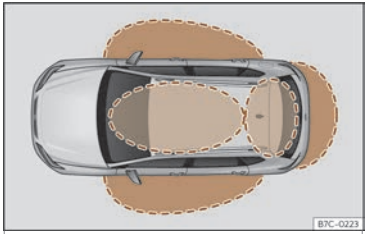
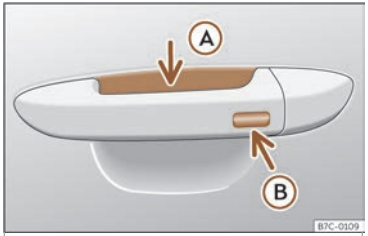

Fig. 71 Keyless Access:zonas de proximidade.
Fig. 72 Asa da porta:superficies sensoras
Keyless Access é un sistema de peche e arranque sen chave co que pode desbloquear e bloquear o vehículo sen usar activamente a chave do mesmo. Para iso só é necesario que haxa unha chave do vehículo válida na zona de detección correspondente ao intento de acceso ao vehículo››› **fig. 71** e tocar unha das superficies sensoras das asas das portas››› **fig. 72** ao accionar o *softtouch*/asa do portón traseiro ››› **páx. 107** ››› ❶.
Se atopa unha clave válida nunha das áreas próximas››› **fig. 71**, o sistema de peche e arranque sen chave Keyless Access proporciónalle a esa chave dereitos de acceso cando se toca unha das superficies sensoras das asas das portas dianteiras o acciónase o *softtouch*/asa disposta no portón traseiro.
- Agarre o asa dunha das portas dianteiras. Ao facelo tocará a superficie do sensor ››› **fig. 72** Ⓐ (frecha) da asa e desbloqueará o vehículo.
- Prema *unha vez* a superficie sensora de bloqueo››› **fig. 72** Ⓑ (frecha) da asa dunha das portas dianteiras. A porta cuxa asa estea activada deberá estar pechada.
- Toque *unha vez* a superficie sensora ››› **fig. 72** Ⓑ (frecha) da asa dunha das portas dianteiras. O vehículo bloquéase co sistema de seguridade "Safe"››› **páx. 102**. A porta cuxa asa estea activada deberá estar pechada.
- Toque *dúas veces* a superficie sensora ››› **fig. 72** Ⓑ (frecha) da asa dunha das portas dianteiras para bloquear o vehículo sen activar o sistema de seguridade "Safelock" ››› **páx. 102**.
Cando o vehículo está bloqueado, o portón traseiro desbloquéase ao abrilo se na súa zona próxima››› **fig. 71** está unha chave do vehículo válida.
- Prema o botón de peche do mando a distancia e toque unha vez, nos 5 segundos seguintes, a superficie sensora de bloqueo da asa da porta do condutor››› **fig. 72 Ⓑ**. Non agarre a asa da porta, pois de ser así, o vehículo non se bloqueará. Tamén se pode realizar a desactivación se o vehículo está bloqueado a través da pechadura da porta do condutor.
Para **pechar coa función de confort** todas as fiestras eléctricas e o teito de vidro, manteña un dedo durante uns segundos sobre a superficie sensora de bloqueo››› **fig. 72 Ⓑ** (frecha) da asa da porta ata que se pechen as fiestras e o teito.
As superficies sensoras das asas das portas poderían activarse ao recibir un chorro de auga ou de vapor a gran presión en caso de que houbera algunha chave do vehículo válida na zona próxima. Se polo menos unha das fiestras con alzavidros eléctrico está aberta e a superficie sensora››› **fig. 72 Ⓑ (frecha) dunha das asas está activada de forma permanente, pecharanse todas as fiestras.**
• **OU BEN**: toque *dúas veces* a superficie sensora situada na parte exterior da asa da porta›››**fig. 72** Ⓑ.